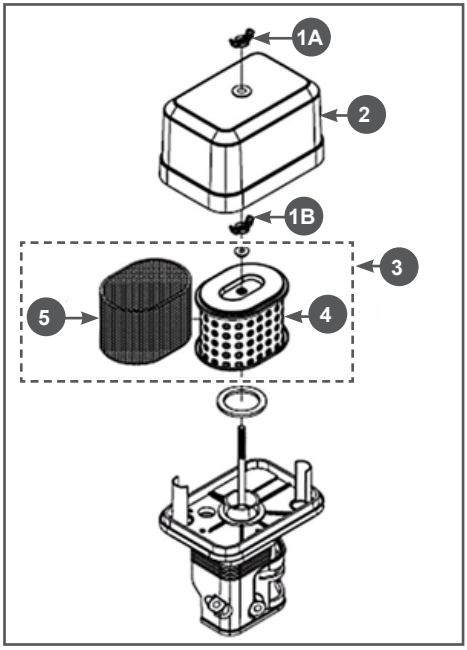

Рис. 19 Обслуживание воздушного фильтра
1. Открутите барашковую гайку 1А и снимите крышку 2 воздушного фильтра (Рис. 19).
2. Открутите барашковую гайку 1В и извлеките из корпуса воздушный фильтр 3 в сборе (Рис. 19).
вый (предварительный) фильтрующий элемент 5 установлен на корпусе бумажного фильтрующего элемента 4 (Рис. 19).
4. При незначительном загрязнении промойте предварительный поролоновый фильтрующий элемент 5 (Рис. 19) теплым мыльным раствором и просушите. Поврежденный или сильно загрязненный поролоновый фильтрующий элемент замените.
Бумажный фильтрующий элемент 4 (Рис. 19) не подлежит очистке, необходима его замена. Не продувайте основной бумажный фильтрующий элемент сжатым воздухом, не промывайте его в бензине и других растворителях.